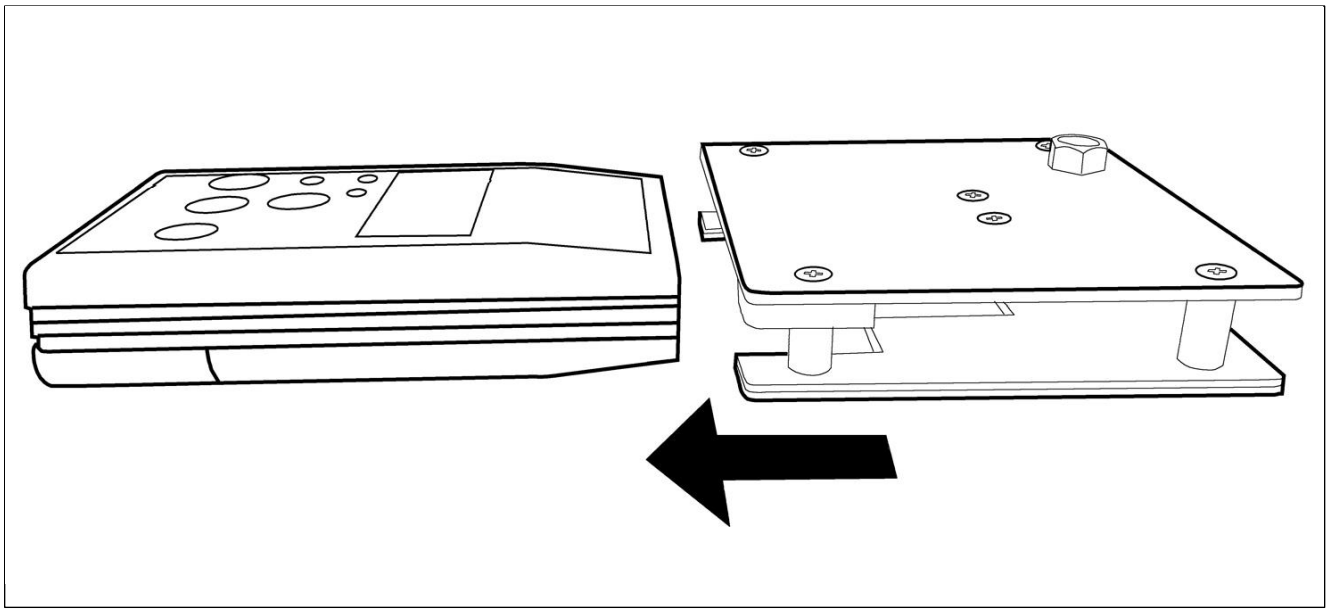

図 4.CPM-720B を PFM-711B にスライドさせる
5. PFM-711B と CPM-720B の上部プレートを上に向けて（下部プレートにはメータ用の切りこみがあります）、CPM-720B の下部プレートを PFM-711B のケースの側面に成形された下部取り付け溝に慎重にスライドさせます（図 4）。
2. CPM-720B を PFM-711B に取り付けます。（図 4,5）